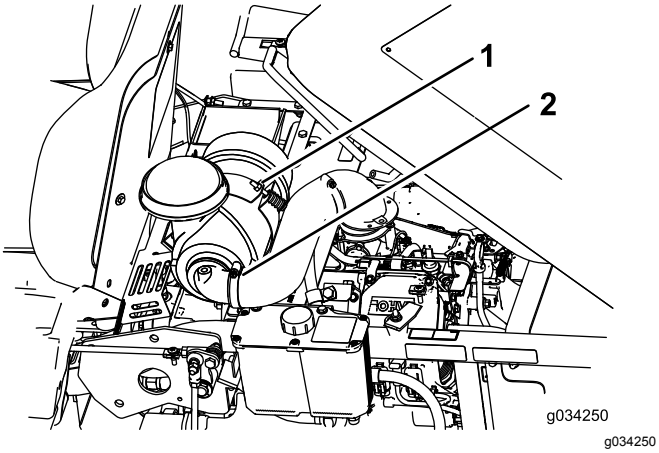

Figur 30
2. Lossa skruven som fäster luftrenaren (Figur 30).
3. Lossa klämman som håller fast slangen och ta bort luftrenaren (Figur 30).